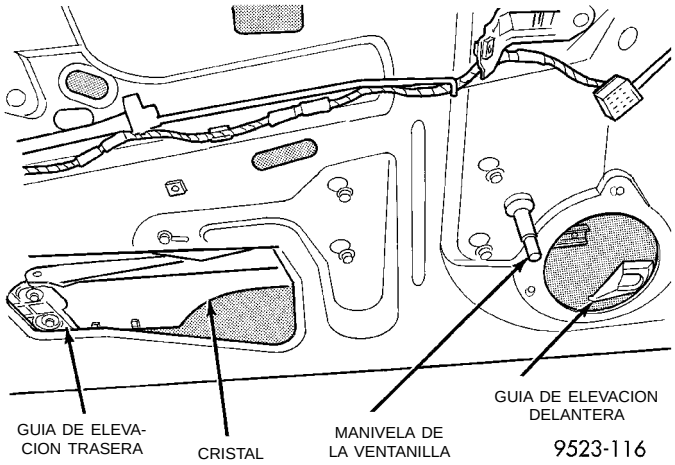
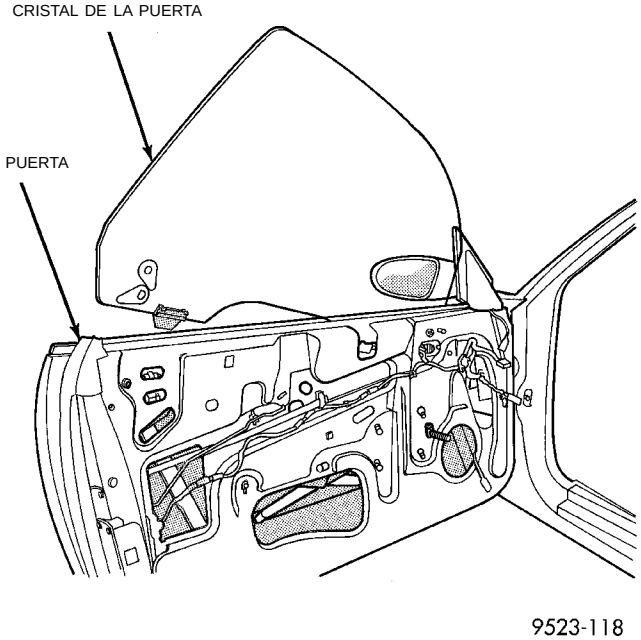

Fig. 14 Pernos de guía
Fig. 16 Cristal de la puerta
(6) Retire los pernos que sujetan la placa de guía trasera al cristal de la puerta (Fig. 14).
(7) Separe la placa de guía trasera del cristal de la puerta.
(8) Eleve el cristal de la puerta y extráigalo de la abertura en la parte superior de la puerta (Fig. 16).
(9) Retire la placa de guía delantera del cristal de la puerta.